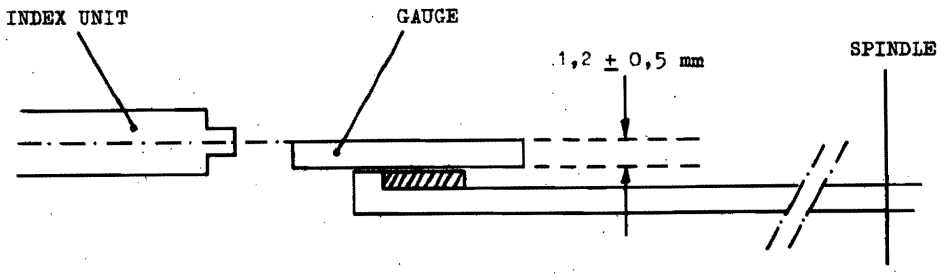

Figure 7-26
2. Adjust the height of the index unit sec fig. 7-26.